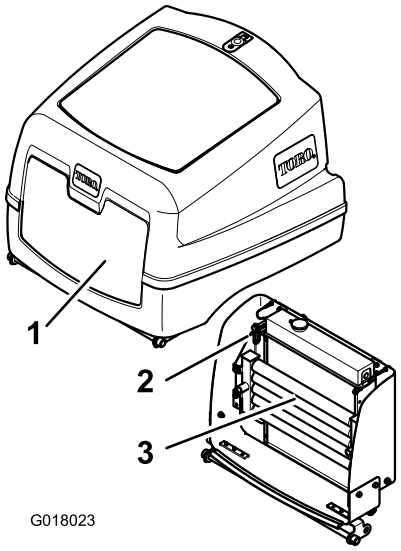

Rysunek 59
4. Zwolnij zatrzask i otwórz pokrywę silnika (Rysunek 59).